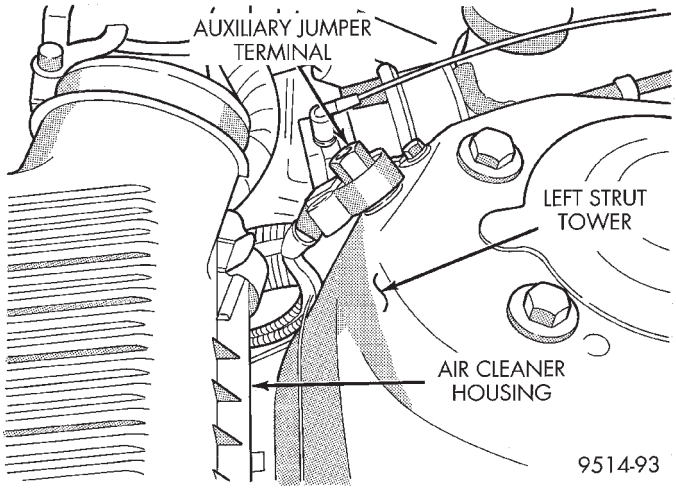

Fig. 31 Auxillary Jumper Terminal
(1) Disconnect negative cable from auxillary jumper terminal (Fig. 31).